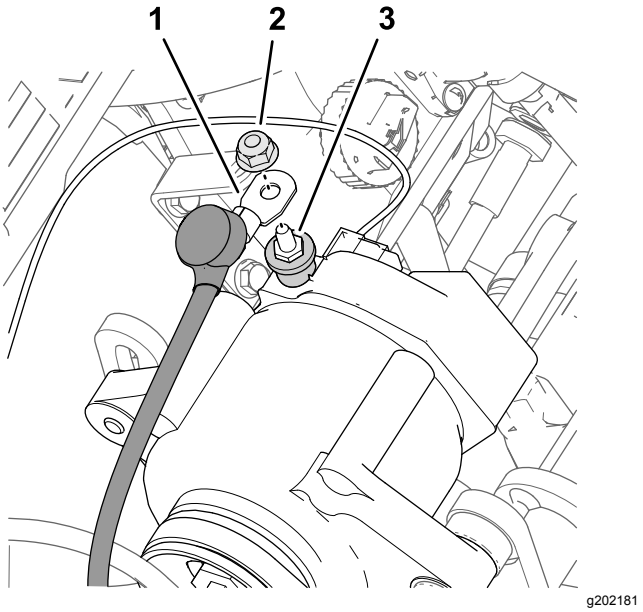

Figur 188
3. Afmonter møtrikken fra polen (Figur 188) på generatoren (50 A).
4. Monter den røde generatorledning (6 AWG) på generatorens (50 A) pol med møtrikken (Figur 188).
7. Skær isolatordækslet op over generatorens pol (Figur 188).